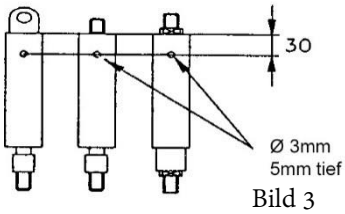

Bild 3
5. **Zugfedern:** Bohrung gem. Bild 3 ca. 30 mm vom Zylinderboden anbringen.